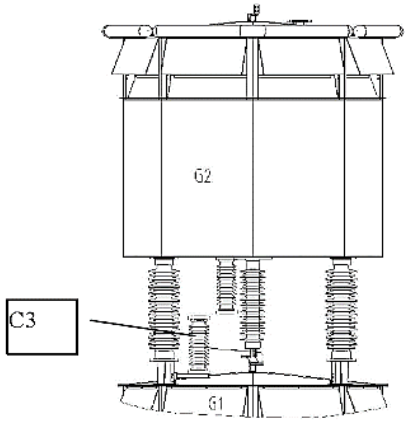

Figure 8: Installation of C3
4) Mount the capacitor support assembly on the insulator base of main gap G2. Seen in **Figure 8**